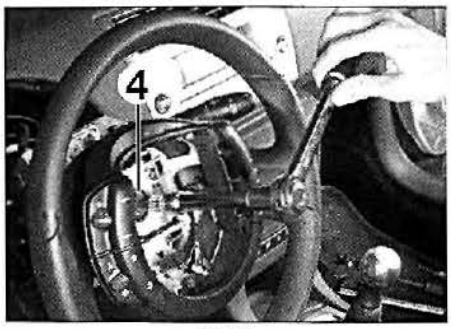

FIG. 3
• Desmontar el tornillo (4) **(fig. 3)**.
Untar el tornillo (4) (fig. 3) con Loctite Frenetanch.